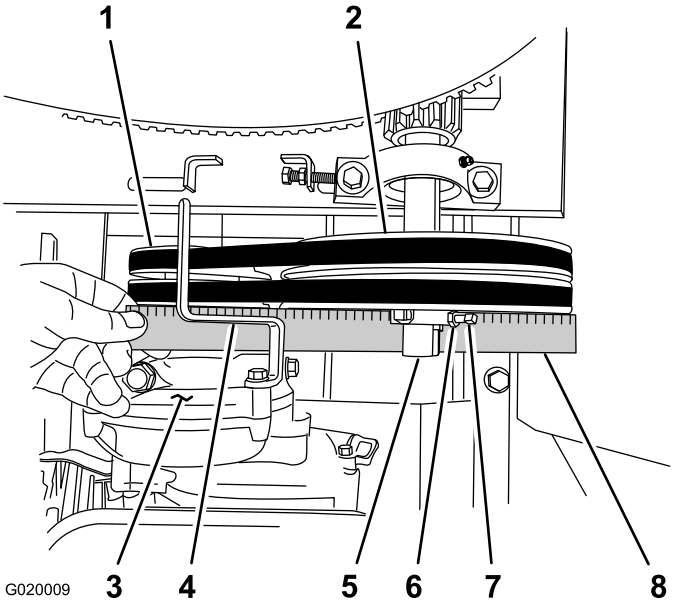

Figure 71
D. Align a straightedge across the engine pulley and the idler pulley (Figure 71).
E. If needed, pivot the engine on the engine deck until the engine pulley and the idler pulley are aligned to the straightedge (Figure 71).